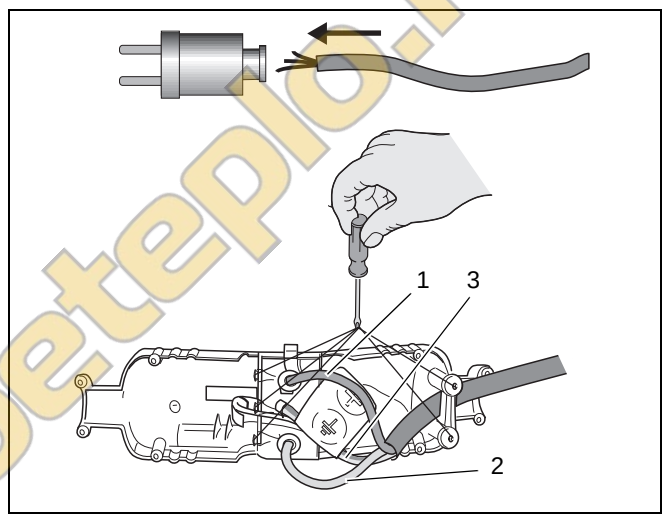

Рис. 14 Сборка сетевого штекера
- Подсоедините шнур к сетевому штекеру (→ рис. 14).